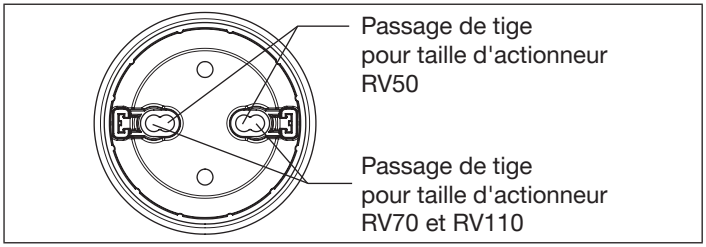

Fig. 9: Passage de tige
- Utiliser uniquement le passage de tige qui convient pour la taille d'actionneur (voir « Fig. 9 »).
→ Pousser les tiges de commande dans les passages de tige qui conviennent. Les passages extérieurs sont prévus pour la taille d'actionneur RV70/110 et le passage intérieur pour la taille d'actionneur RV50 (voir « Fig. 9 »).